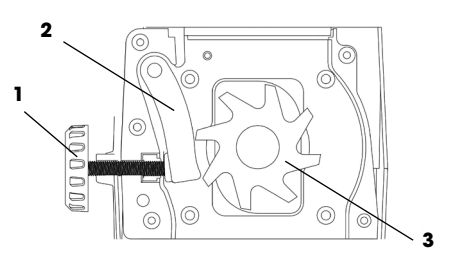

Rys. 6
- W celu zwiększenia efektywności pracy należy ustawić odległość pomiędzy nożem przeciwległym (Rys. 6, punkt 2) a bębnem tnącym (Rys. 6, punkt 3). Odstęp pomiędzy bębnem tnącym a nożem przeciwległym powinien być jak najmniejszy.
- W celu przybliżenia noża przeciwległego do bębna tnącego przekręcaj powoli śrubę ustawień w kierunku zgodnym z ruchem wskazówek zegara (Rys. 6, punkt 1). Przekręcaj śrubę, dopóki z otworu wyrzutowego nie zaczną spadać drobne wiórki aluminiowe.